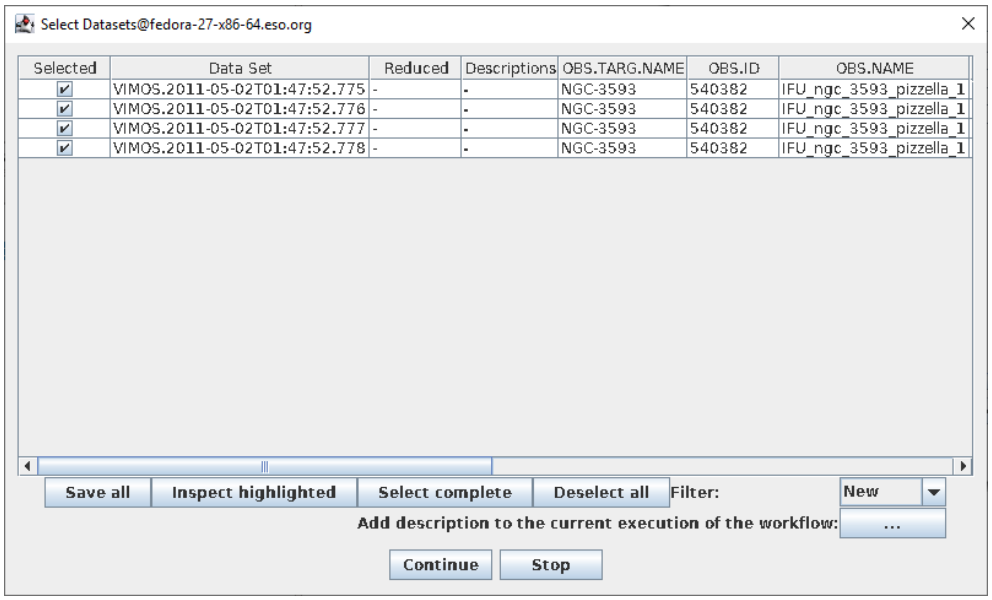

Figure 3.3: *The "Select Datasets" pop-up window.*
7. The `Data Set Chooser` actor will be highlighted next and will display a "Select Datasets" window (see Figure 3.3) that lists the datasets along with the values of a selection of useful header keywords[3]. The first column consists of a set of tick boxes which allow the user to select the datasets to be processed. By default all complete datasets which have not yet been reduced will be selected. A full description of the options offered by the `Data Set Chooser` will be presented in Section 6.3.2.